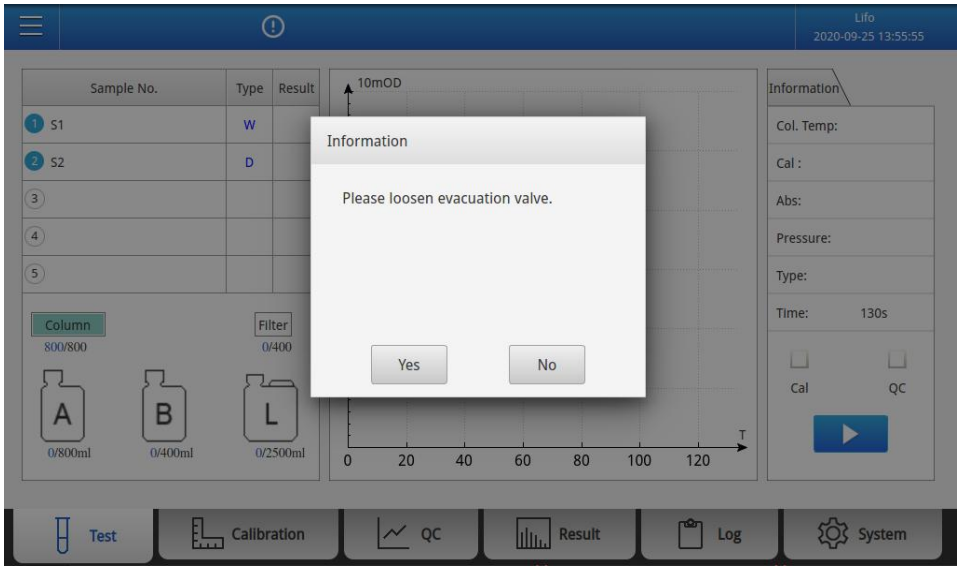

Fig. 5-18 After click “Replace”button
2)Replace with new eluent B and click “**Replace**” button. The **Fig. 5-18** will be displayed.